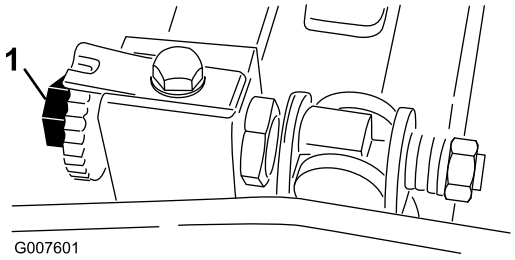
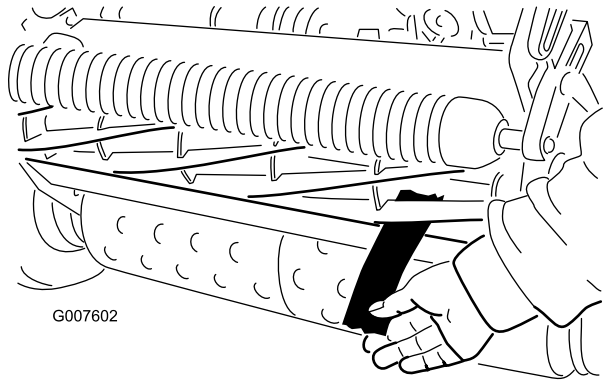

Figur 39
Figur 40
2. Kontroller at spolen ikke er i kontakt med noe ved å dreie justeringsskruene på motstangen mot klokken (Figur 39).
4. På én ende av spolens fremre side skyver du inn en lang remse med avispapir mellom spolen og motstålet (Figur 40). Mens du sakte dreier spolen fremover, skrur du justeringsskruen på motstangen med klokken (i samme ende av spolen, ett klikk om gangen, til papiret klemmes lett. Dette resulterer i at du kjenner motstand når det dras i papiret (Figur 39)).
6. Når du har justert ferdig, kontrollerer du at spolen kan klemme papiret når du setter dette inn foran, og at papiret klippes når du setter det inn i en rett vinkel i forhold til motstålet (Figur 40). Det skal være mulig å klippe papir når det er minimal kontakt mellom motstålet og spoleknivene. Hvis det er for mye spolemotstand (mer enn 0,79 Nm), må du slipe klippeenheten slik at du får skarpe nok kanter til å klippe presist. Se Toros håndbok om spolesliping.